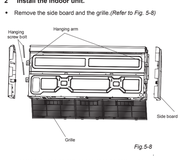

Fig.5-8
- Remove the side board and the grille.*(Refer to Fig. 5-8)*